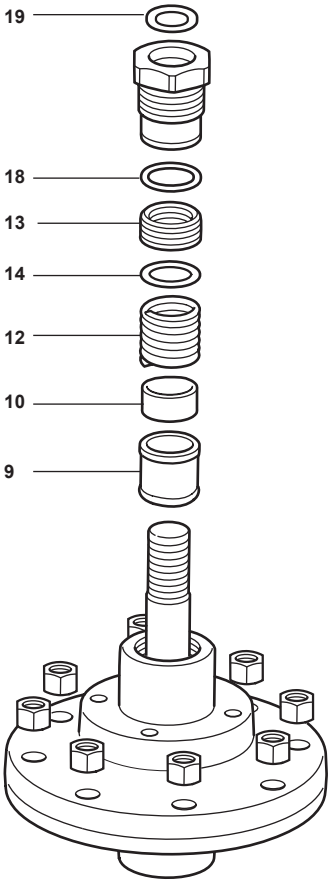

Fig. 12
- ii) Graphite gland assembly: A gap of 3 mm between the underside of the gland nut and the bonnet is achieved. See Figure 12.